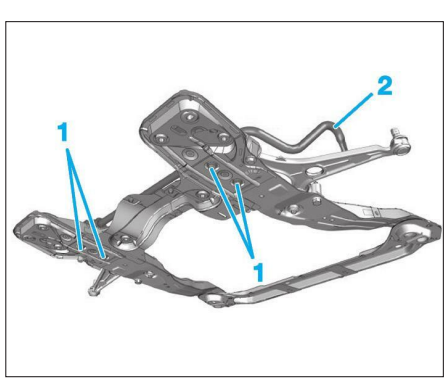

**Fig. 9**
- les vis de fixation des paliers de barre stabilisatrice sur le berceau (1) **(Fig.9)**.